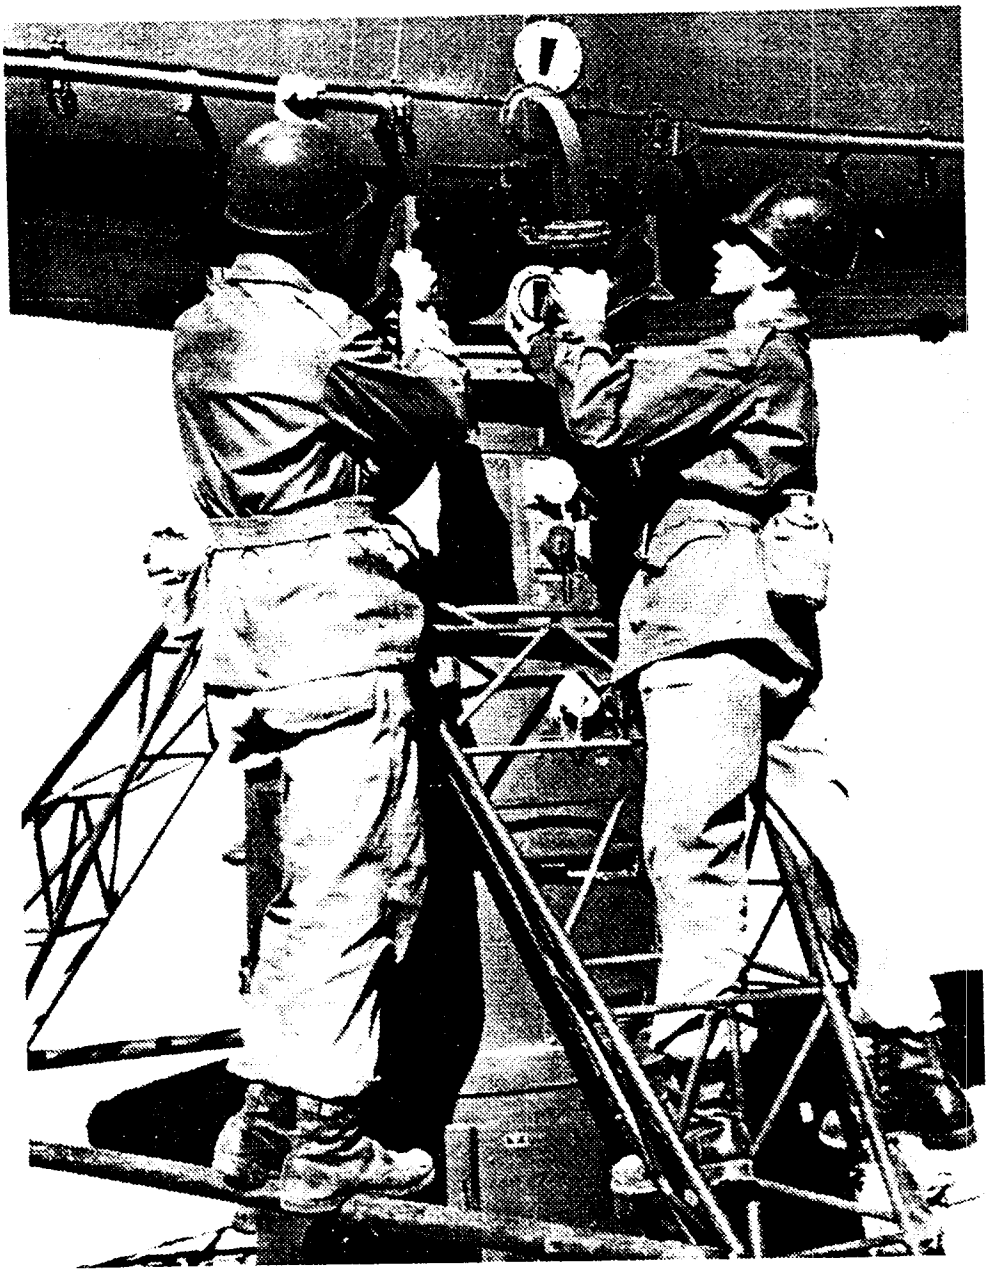

*Figure 200. Completing assembly of the acquisition radar.*
*d. Completing the Assembly* (fig. 200).